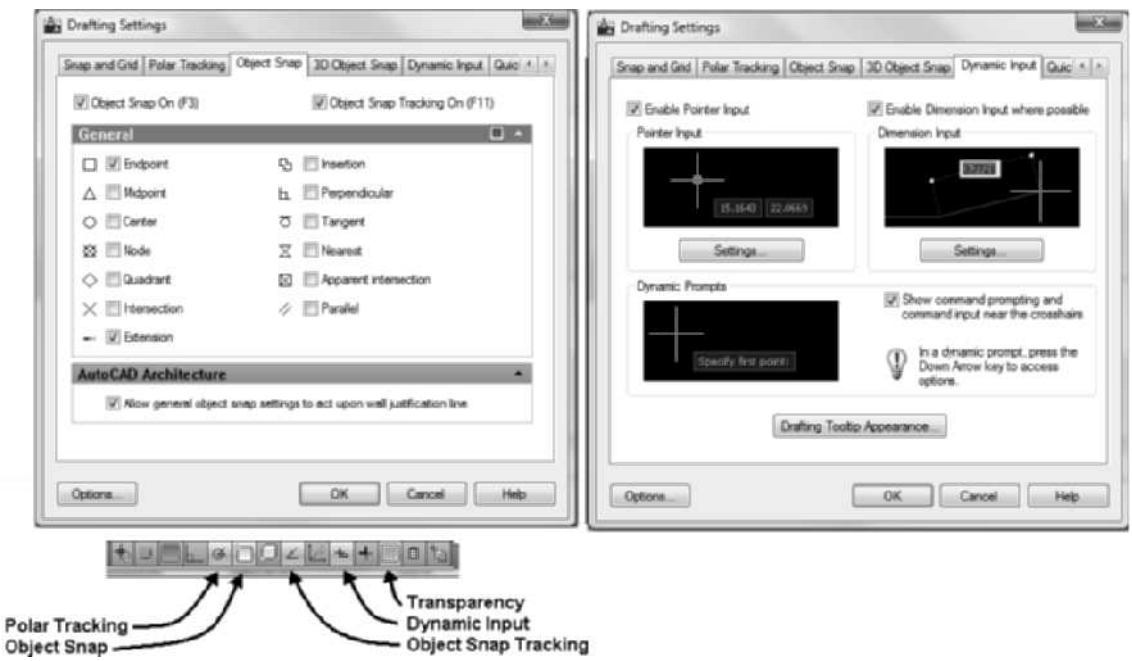

FIGURE 2.13 *Object Snap settings*
3. Right-click over the Object Snap toggle, and choose Settings to open the Drafting Settings dialog box. Choose the Endpoint object snap mode and Extension. Verify that Allow general object snap settings to act upon wall justification line is checked as shown in Figure 2.13.
4. Verify that only Polar Tracking, Object Snap, Object Snap Tracking, Dynamic Input, and Transparency are toggled ON in the status bar as shown in Figure 2.13. Right-click over the Dynamic Input toggle, and choose Enable.
5. Right-click over the Dynamic Input toggle, and choose Settings. Verify that the Enable Pointer Input, Enable Dimensional Input where possible, and Show command prompting and command input near the crosshairs checkboxes are checked as shown in Figure 2.13. Select OK to close Drafting Settings.